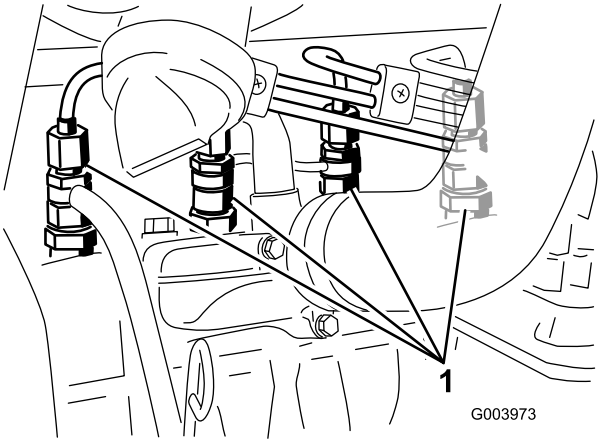

Figur 67
1. Lossa röranslutningen till munstycke nr 1 och hållaren (Figur 67).